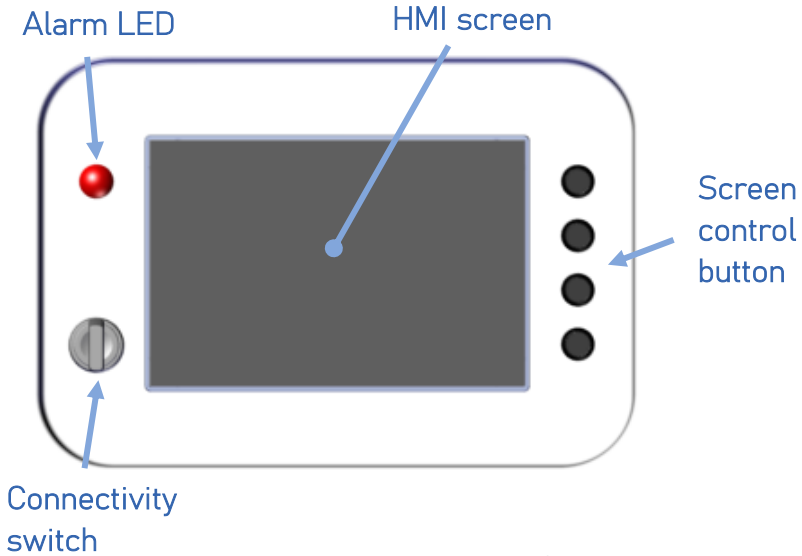
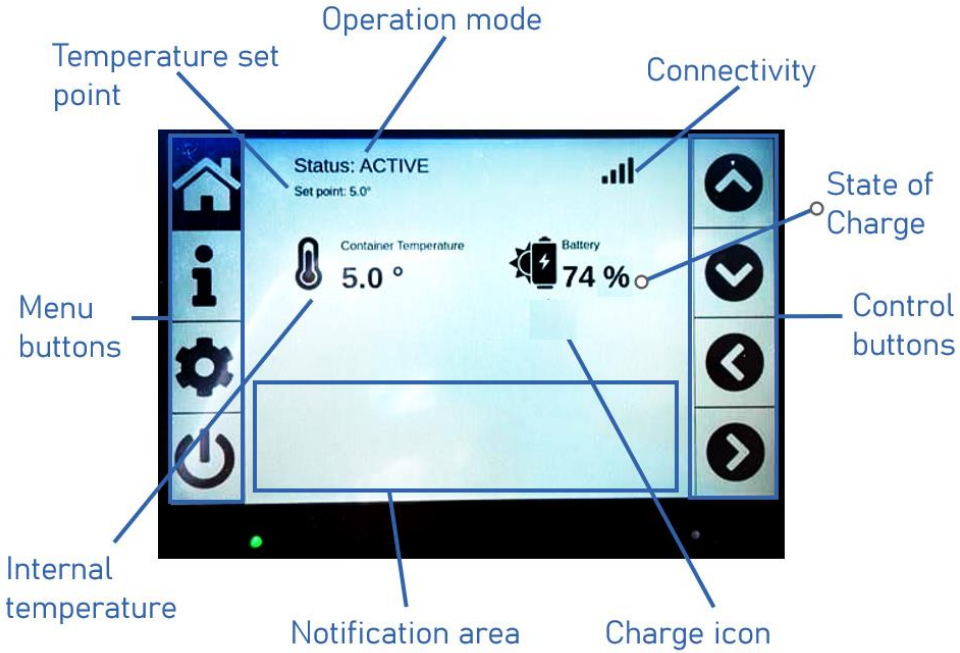

Figure 8 - Control unit – Human/Machine Interface (HMI)
Figure 9 - HMI main page.
The HMI (Figure 8) is a touch screen that allow the user to:
1. Press any control button (Figure 8);
2. Wait five (5) seconds for the screen to turn on.
3. The Main page will light up, ref fig 9.
The connectivity switch (Figure 8) has 3 positions:
- Set the connectivity switch (Figure 8) to OFF position.
- Set the connectivity switch (Figure 8) to ON position.